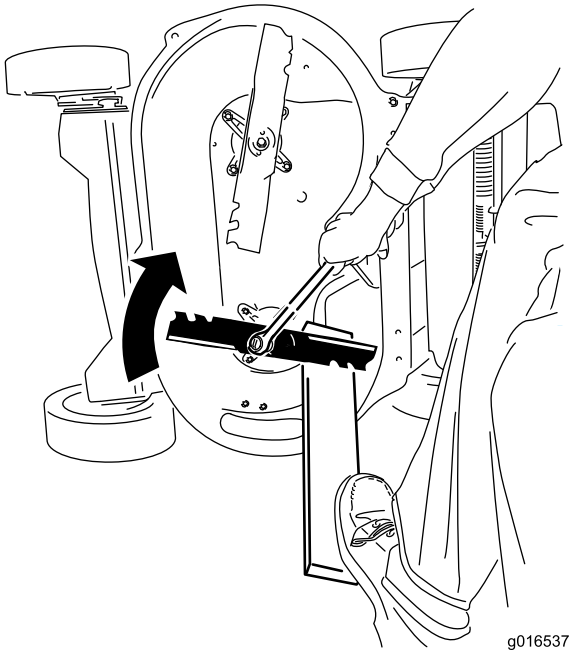

Figura 34
2. Apoye cada cuchilla en un trozo de madera, y gire el perno de la cuchilla en el sentido de las agujas del reloj con una llave dinamométrica, según se muestra en Figura 34; apriete el perno de cada cuchilla a 82 N-m.